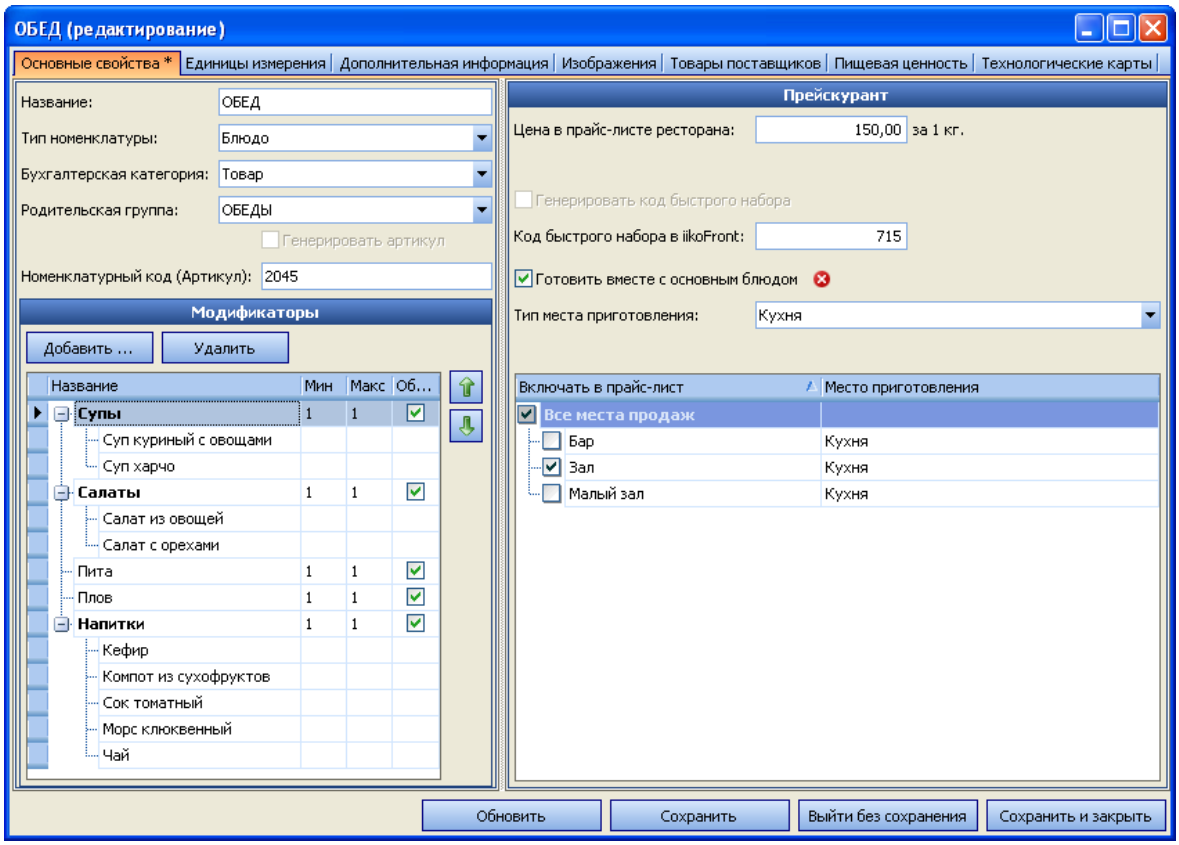

Рисунок 224 Основные свойства блюда «ОБЕД»
8. Установите последовательность модификаторов в том порядке, в каком блюда комплексного обеда должны выбираться при продаже. Для этого используйте кнопки со стрелками вверх и вниз (см. Рисунок 224).